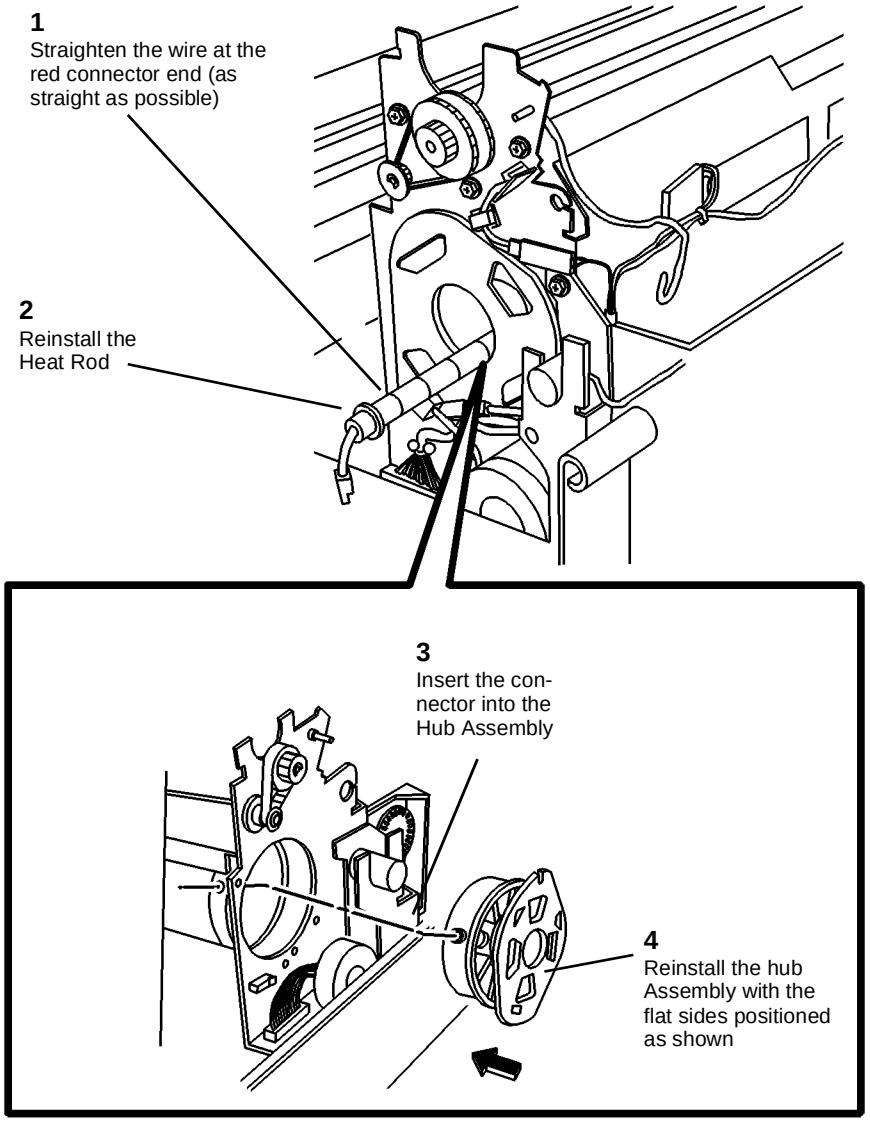

**Figure 4 Reinstalling the Heat Rod**
1. (Figure 4): Reinstall the Heat Rod.